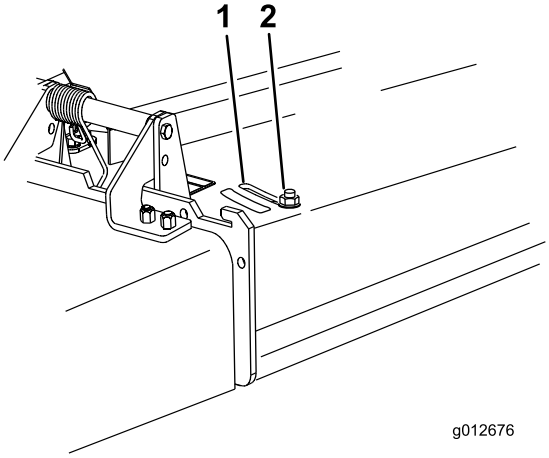

Figura 29
3. Para ajustar el deflector, afloje la tuerca (Figura 29).